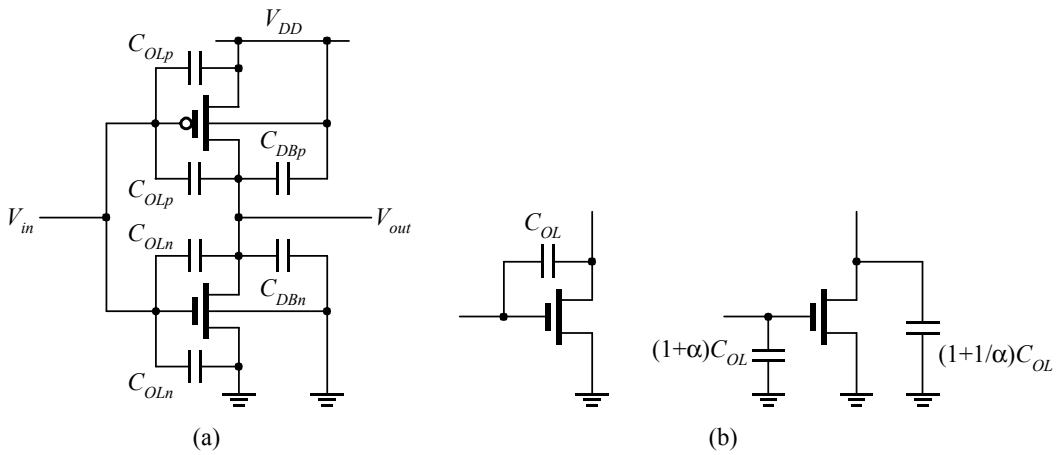

Figure 5.17: (a) The calculation of the self-loading capacitance in CMOS inverters. (b) Miller effect.
A new self-capacitance model: The following changes are derived from a new self-capacitance model by modifying the **Figure 5.17(b)** as depicted as follows.
- (Page 265, **Figure 5.17(b)**) the input "$2C_{OL}$" $\longrightarrow$ "$(1+\alpha)C_{OL}$" while the output "$2C_{OL}$" $\longrightarrow$ "$(1+\frac{1}{\alpha})C_{OL}$"